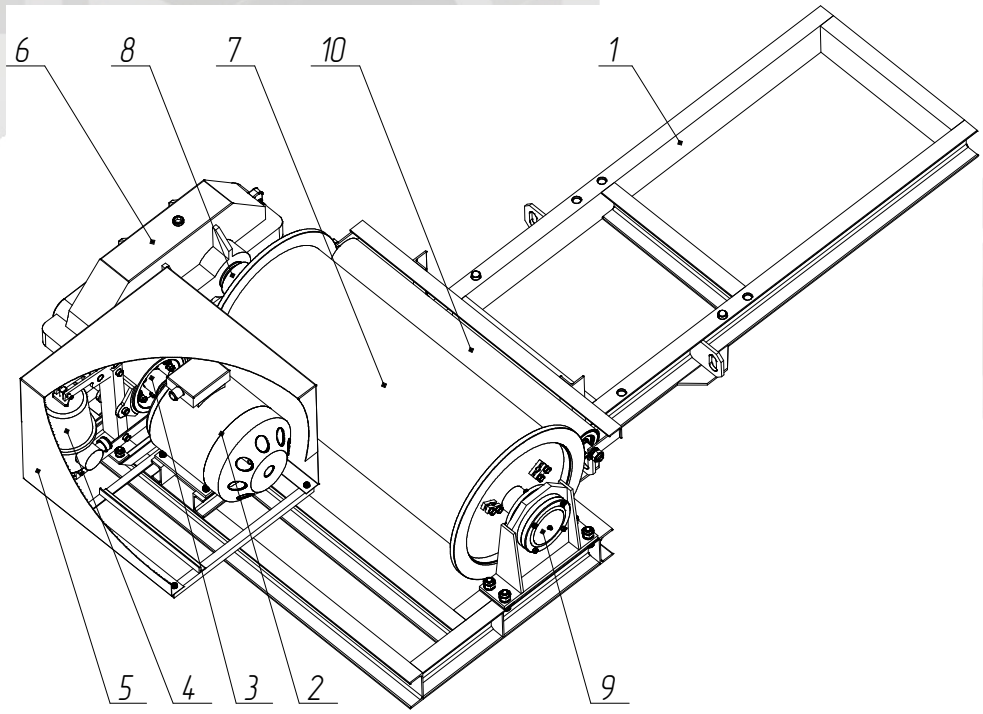

Рис. 2 – Лебедка
Лебедка (рис. 2) представляет собой закрепленный на опорной раме (1) привод для перемещения грузовой каретки. Привод состоит из электродвигателя АИР-132М4У3 (2), муфты упругой втулочно-пальцевой (3), тормоза ТКГ-200/ТКТ-200 (4), закрывающего их за-